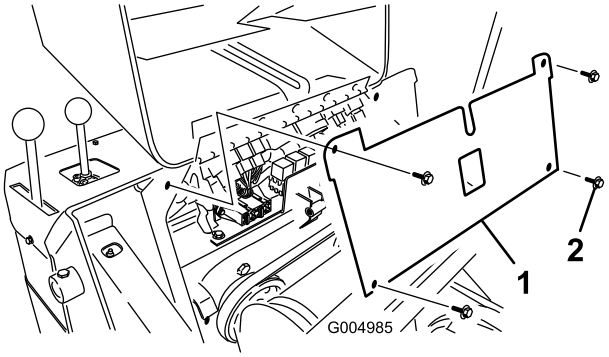

Figuur 42
4. Verwijder de 4 schroeven waarmee de zekeringhouder is bevestigd en trek de houder vervolgens omhoog en eruit (Figuur 42).